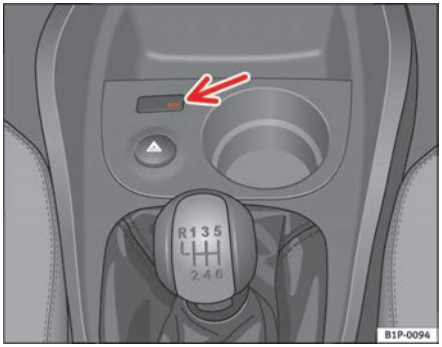

Fig. 26 Warning lamp for deactivated passenger airbag in centre console
– Check that the warning lamp “OFF” on the instrument panel ⇒ fig. 26 remains lit when the ignition is switched on ⇒ ⚠.
– Check that the warning lamp on the instrument panel does ⇒ page 44, fig. 26 *not* light up when the ignition is switched on ⇒ ⚠.